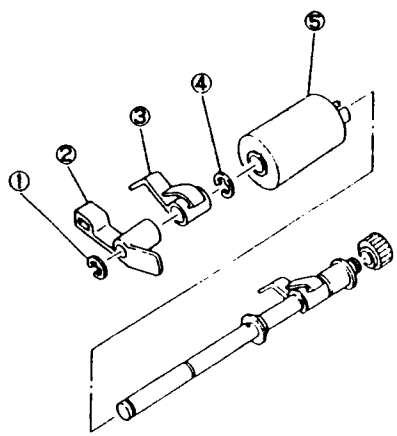

Рис. 2
4. (Рис. 2) Снимите ролик подталкивания.
①. Снимите E-клипсу.
②. Снимите активатор.
③. Снимите затвор MSI.
④. Снимите E-клипсу.
⑤. Снимите ролик подталкивания.